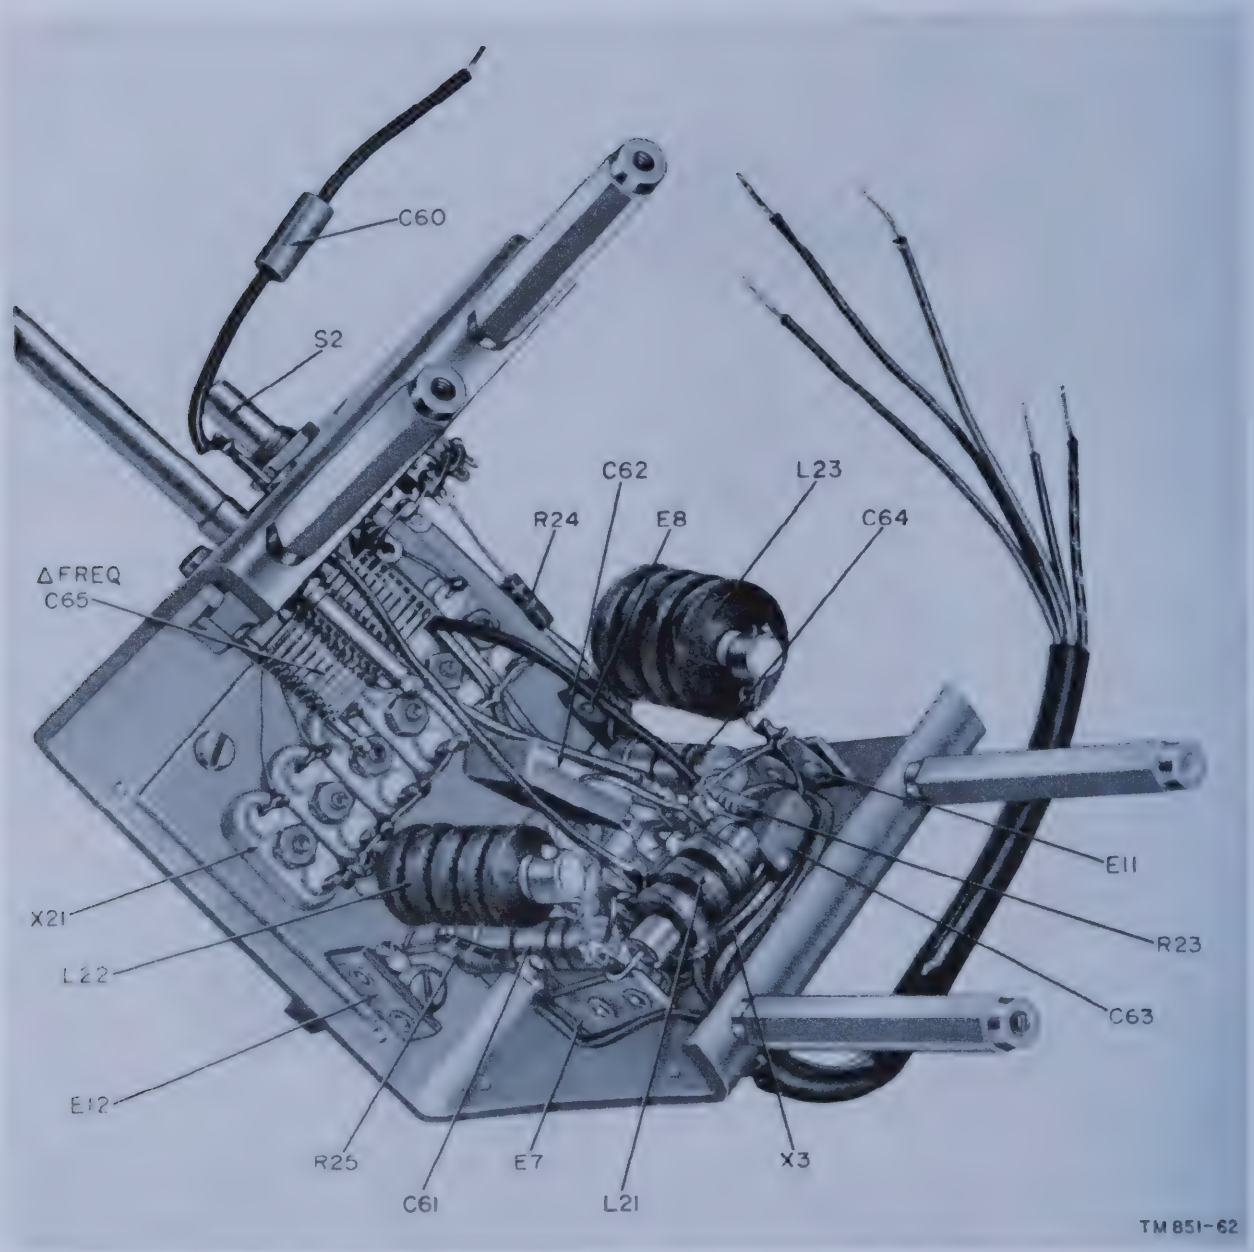

Figure 84. Radio Receivers R-274A/FRR and R-274C/FRR, frequency control unit, internal view, shield cover removed.
c. Frequency Control Unit (fig. 84). To replace any part in the frequency control unit of Radio Receiver R–274A/FRR or R–274C/FRR, follow the procedure below, in sequence: